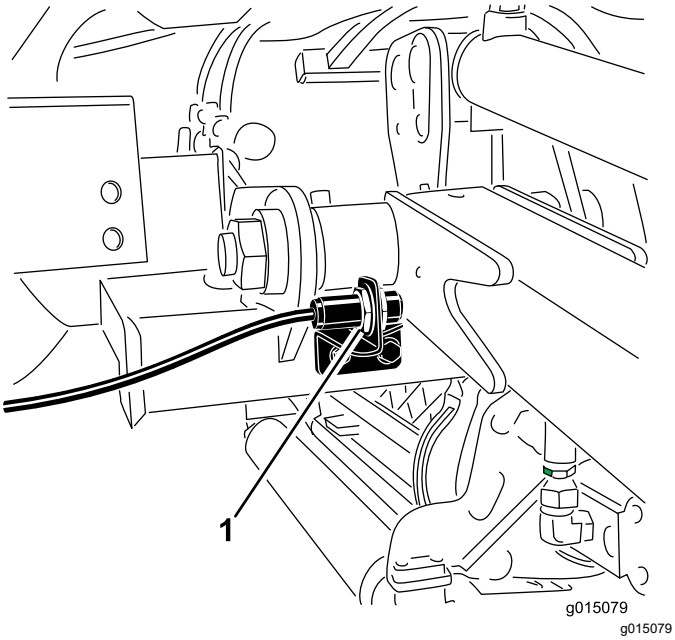

Figur 72
2. Lyftarmsbrytaren sitter bakom den främre högra lyftarmen (Figur 72).
3. Lossa brytarens fästskruvar (Figur 72) och flytta upp brytaren för att öka lyftarmens vändhöjd eller flytta ned den för att minska vändhöjden.